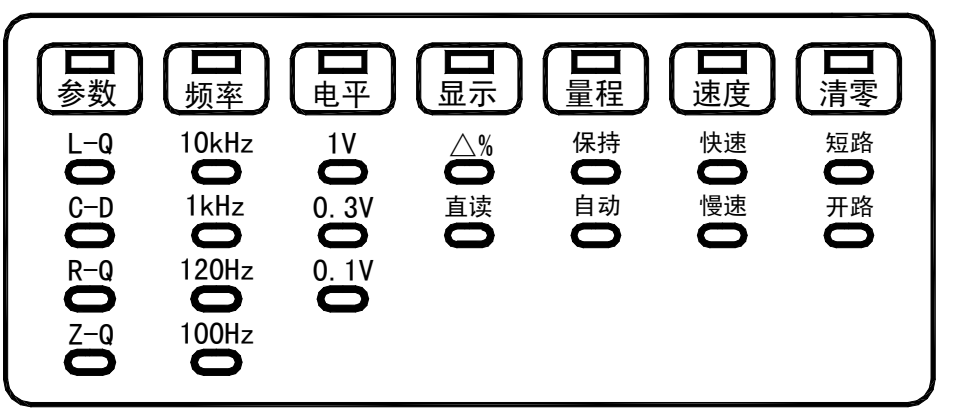

图 2-2 常用状态指示示意图
1. “*测量*”状态：对应七种常用功能的选择，功能直接在面板上指示（见图 2-2），仪器在“*测量*”状态时使用“∧”“∨”“<”“>”“启动”即可获得。
“*测量*”状态的功能指示如 P2-1 页图 2-2 所示。